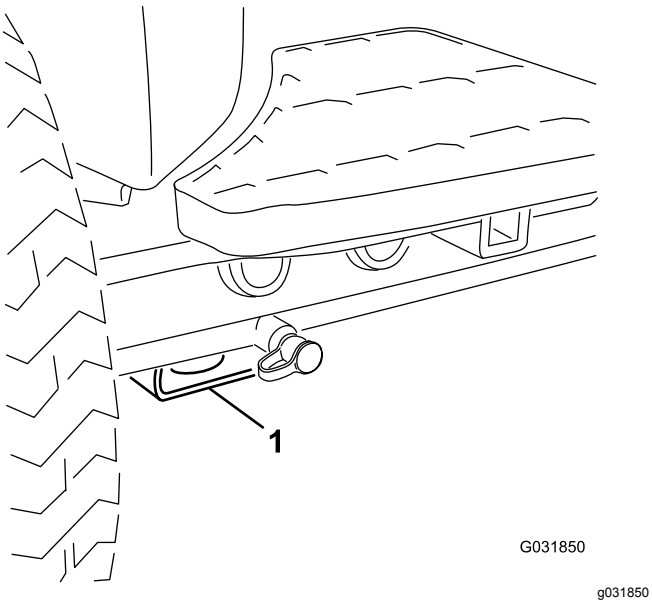

**Figur 43**
- Foran – rektangulær plate under akselrøret, innenfor hver av de fremre festepunktene (Figur 43).